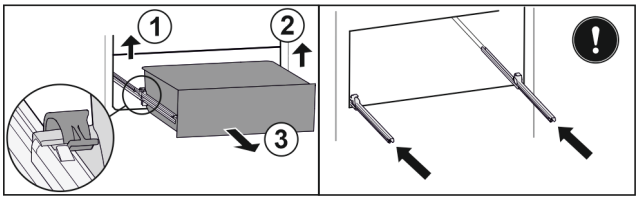

Fig. 61
▶ Zvedněte levou svorku a současně vytáhněte zásuvku vlevo dopředu. *Fig. 61 (1)*
▶ Zvedněte pravou svorku a současně vytáhněte zásuvku vpravo dopředu. *Fig. 61 (2)*
▶ Vyjměte zásuvku dopředu. *Fig. 61 (3)*